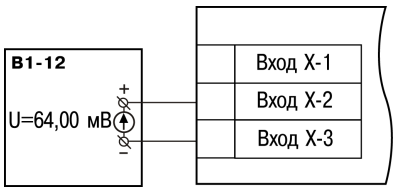

Рисунок 8.3 – Подключение источника постоянного напряжения
1. Подключить к прибору источник постоянного напряжения классом точности не ниже 0,05 (например, прибор для поверки вольтметров В1-12), соблюдая полярность (*рисунок 8.3*).